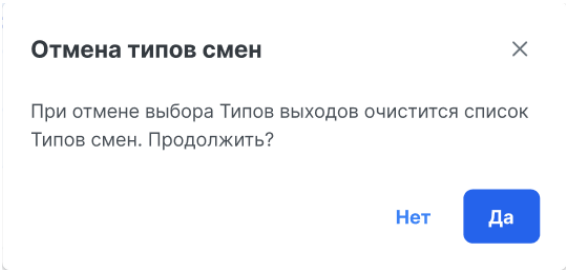

Рисунок 156 – Подтверждение снятия флажка "Выбрать всё" в блоке "Типы выходов"
10. В блоке "Типы выходов" выбрать типы выходов, для которых создаётся данный сценарий. Доступный список формируется из типов выходов, добавленных на вкладке "Типы выходов" страницы "Нормативы"(см. п. 4.5.3.1). Выбор типов осуществляется установкой флажка слева от требуемого названия. Для выбора/снятия выбора всех типов установить/снять флажок слева от поля "Выбрать всё". При снятии флажка "Выбрать всё" дополнительно откроется окно подтверждения (рисунок 156). Для сохранения изменений нажать "Да", для закрытия окна – "Нет".